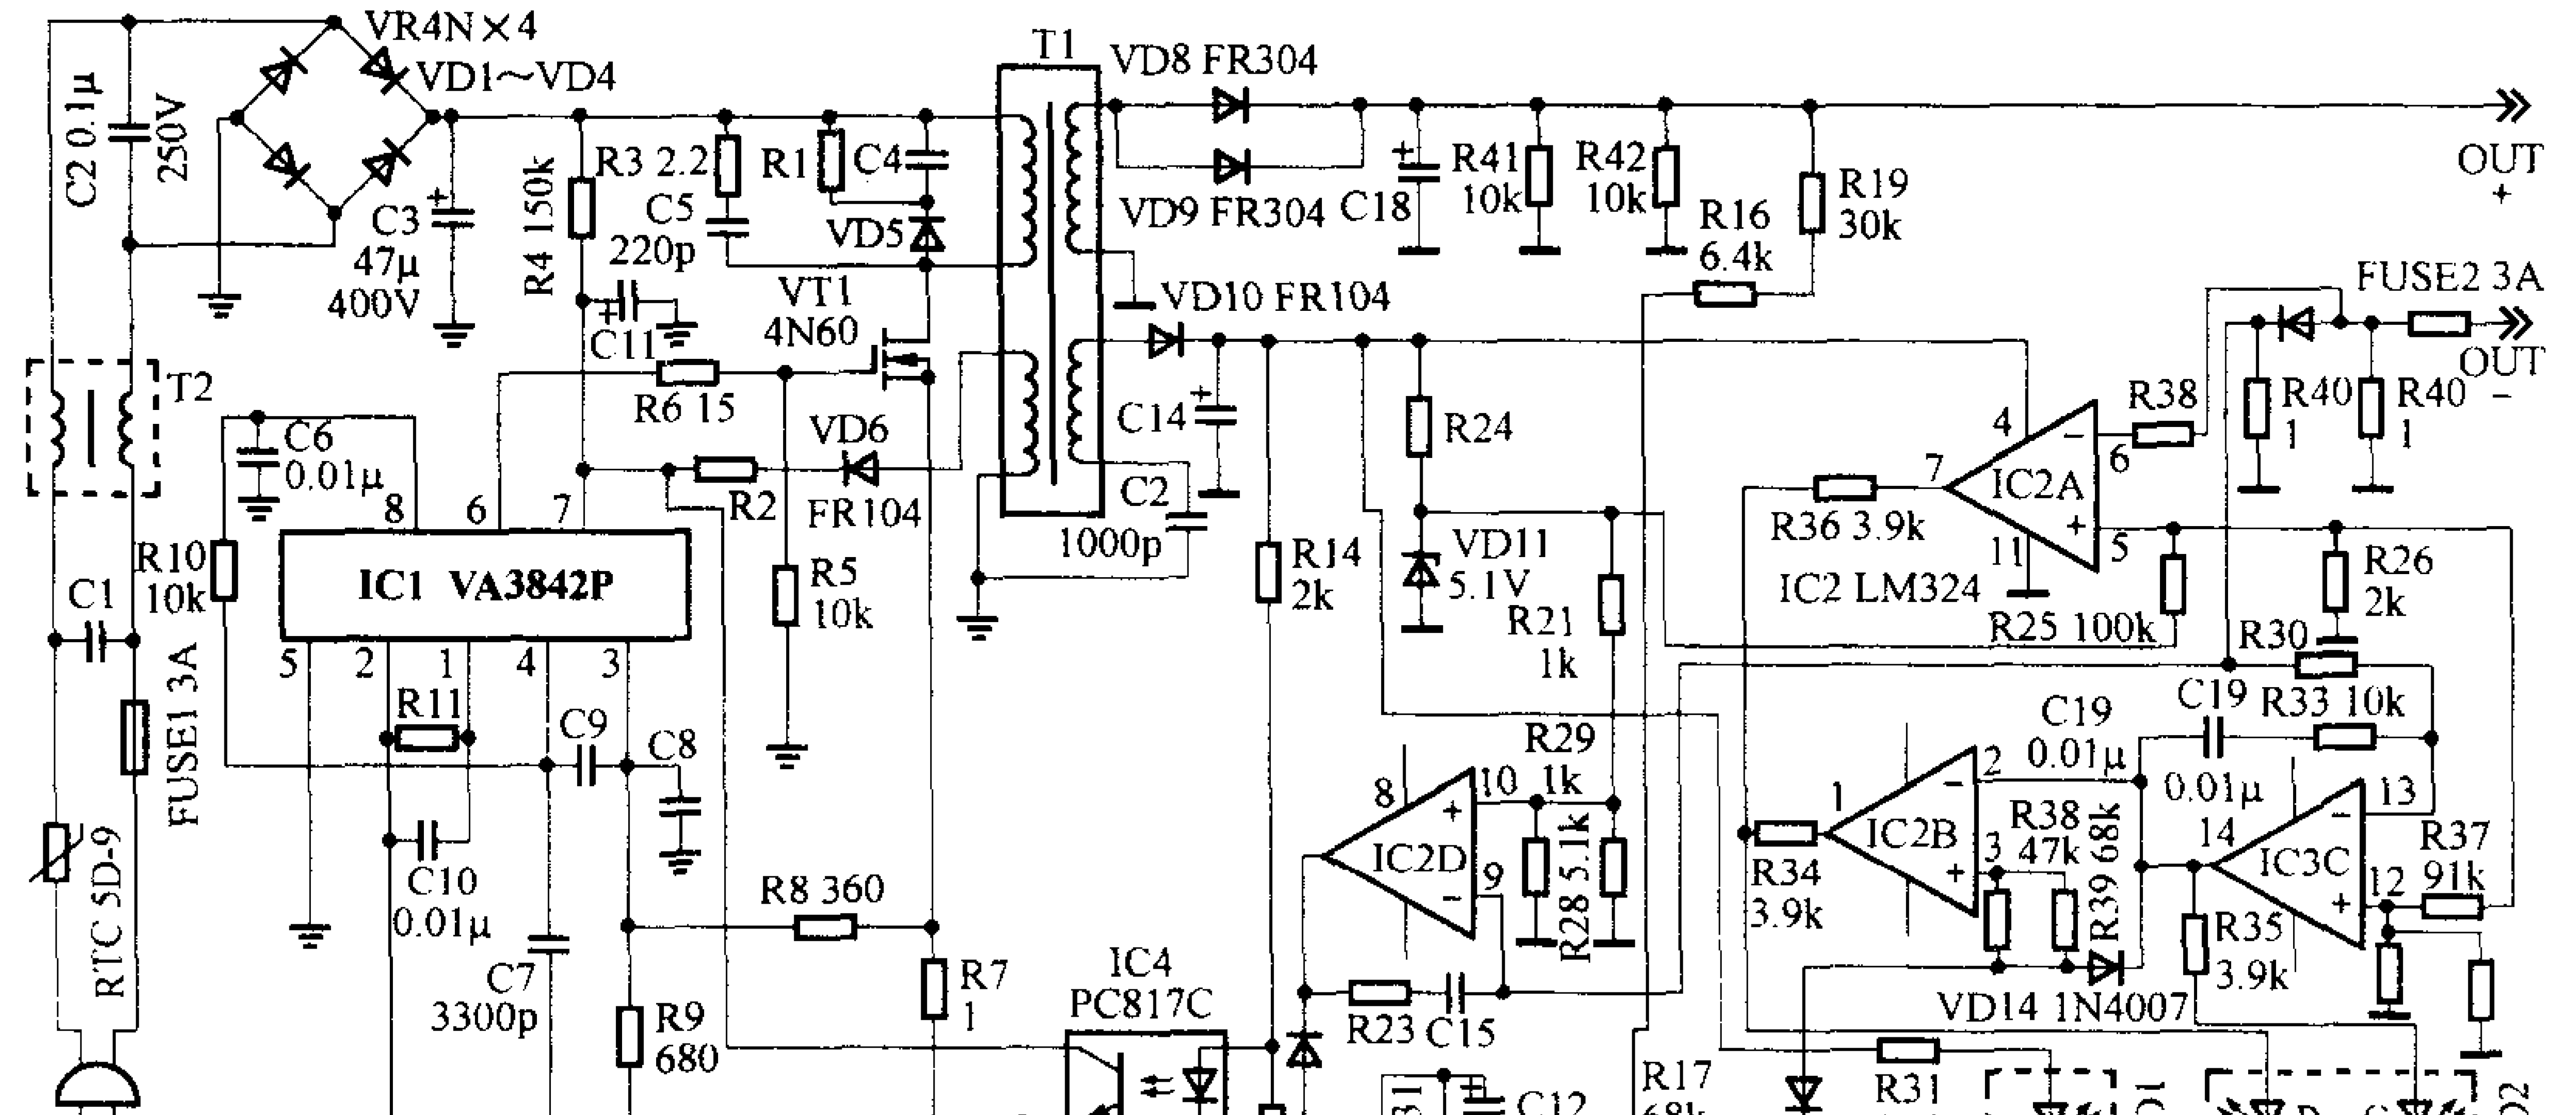

图 14　SPORTS MAN(斯波兹曼)电动车 SP2000-36C 充电器电路
6. SPORTS MAN（斯波兹曼）电动车充电器图纸，充电器型号SP2000-36C，见图14。